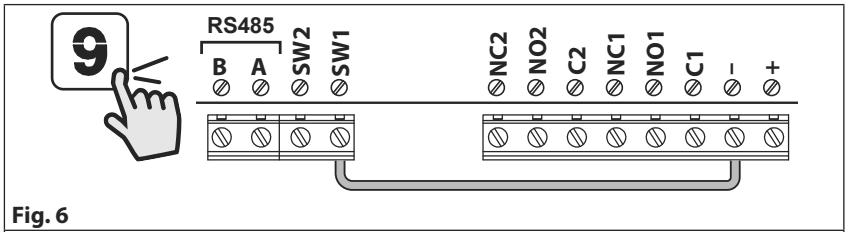

Fig. 6
2. Short out terminals **–** and **SW1**, see **Fig. 6**;